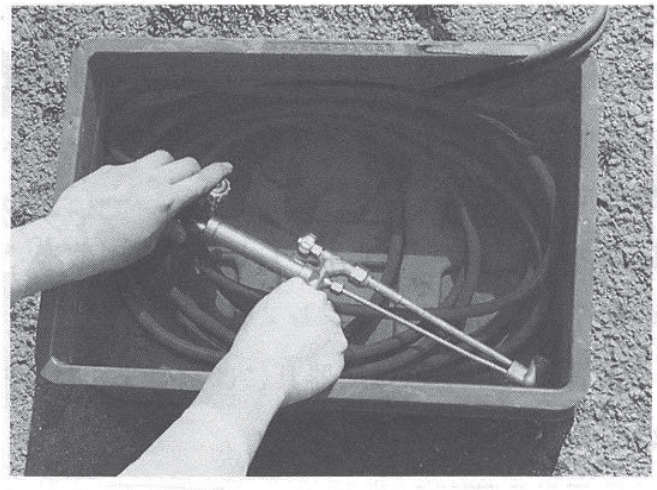

図 6.5　吹管，ゴムホースの漏えい点検 [3)]
a. 日常点検に加えて 1 ヶ月に 1 回は吹管とともに**図 6.5** に示すように水没させて窒素ガスまたは油気のない乾燥空気を用いて漏れのないことを確認する。